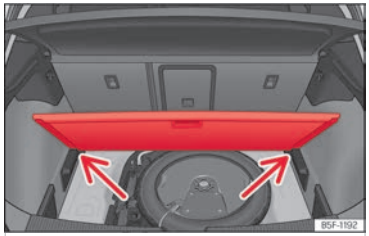

Fig. 198 Suelo variable del maletero: posición inclinada.
- Apoye el piso sobre los alojamientos previstos para tal uso ››› **fig. 198** (flechas).